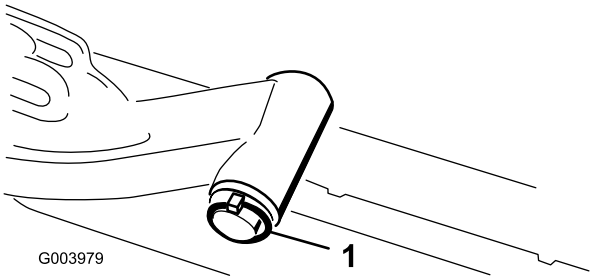

Figur 8
A. Fjern ringstiften og skiven som fester løftearmens dreieaksel til løftearmen og skyv løftearmens dreieaksel ut av løftearmen (Figur 8).
C. Før inn løftearmsakselen i løftearmen og fest den med skiven og lynsjepinnen (Figur 8).